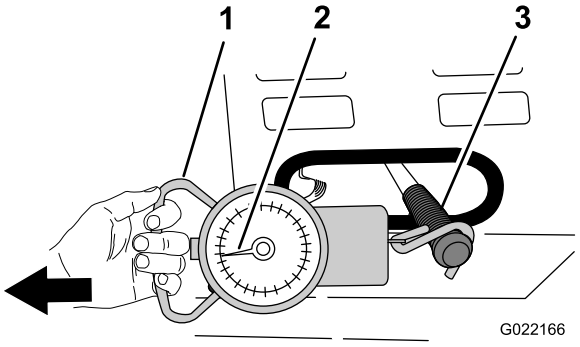

Figura 68
4. Conecte una balanza de muelle con rango de 15–30 kg (35–55 libras) a la empuñadura de la palanca del embrague (Figura 68).
5. Usando la balanza de muelle, tire de la palanca del embrague a la posición de Engranado, según se muestra en Figura 68.
6. Observe la balanza de muelle mientras tira para ver la presión más alta alcanzada al pasar la palanca del embrague de la posición de Desengranado a la posición de Engranado (Figura 68).